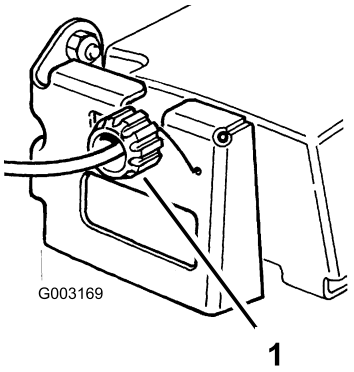

Rysunek 30
2. Jeżeli kosiarka nie włącza trybu samobieżnego, przekręć pokrętło o pół obrotu w prawo. Jeżeli kosiarka powoli porusza się do przodu, przekręć pokrętło o pół obrotu w lewo, aby poluzować pas (Rysunek 30).